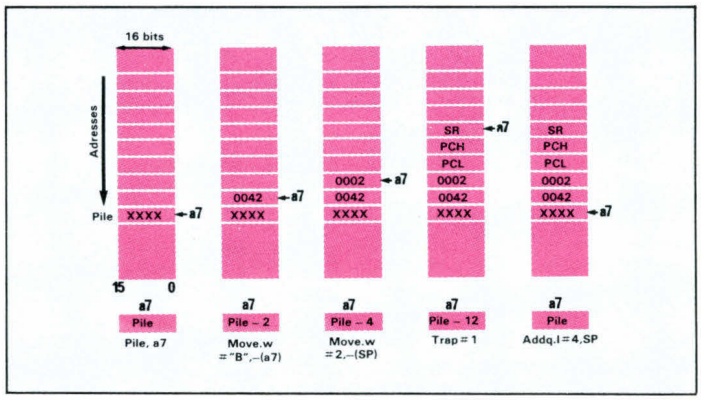

Fig. 4. – Evolution de la pile durant l'exécution de notre programme.
Pour afficher sur l'écran la lettre B, nous utilisons un sous-programme du système dont le code d'appel est 2. On atteint ce sous-programme par une procédure d'exception, TRAP # 1. Mais avant cet appel il faut placer sur la pile l'ensemble des paramètres nécessaires à une bonne exécution. En premier lieu, il faut y placer, sous forme d'un mot de 16 bits, le code ASCII du caractère à afficher. Puis vient, toujours sous forme d'un mot de 16 bits, le code de la fonction à exécuter, soit ici un 2. Dans cette première partie du programme la pile varie donc comme indiqué sur la **figure 4.** Dans le programme on peut utiliser indifféremment A7 ou SP pour désigner le pointeur de pile. –(SP) signifie que l'on décrémente la pile avant d'y écrire quelque chose. C'est l'adressage avec prédécrémentation. ADDQ *(add quick)* est une instruction d'addition rapide qui est utilisée ici pour restaurer la pile à sa valeur